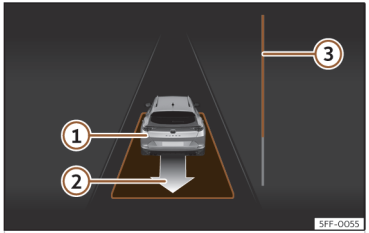

Abb. 154 Am Bildschirm des Kombi-Instruments: parallel zur Fahrbahn ausparken.
- Fahren Sie rückwärts, bis das Dauertonsignal des ParkPilot ertönt; **ODER:** fahren Sie zurück, bis am Bildschirm des Kombi-Instruments die Anzeige zur Vorwärtsfahrt erscheint. Die Fortschrittsanzeige ››› **(Abb. 154)** ③ zeigt den zurückzulegenden Abstand an.